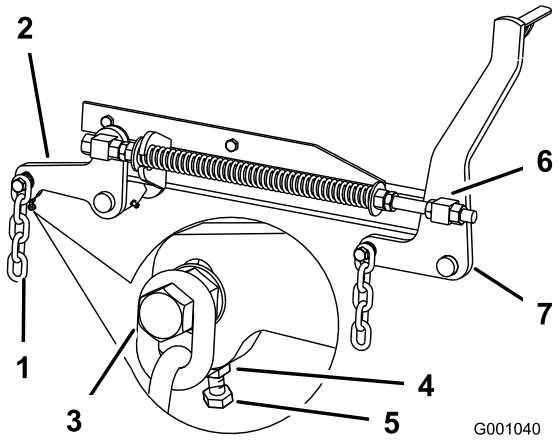

Figur 72
7. Hvis målingene ved stillingene **B** eller **C** ikke er korrekte, løsne bolten som fester den bakre kjeden til den bakre støtten (Figur 72).
8. Løsne låsemutteren under den bakre støttearmen og juster justeringsbolten for å få en måling på 79 til 83 mm (Figur 72).
7. Løsne de fremre svivellåseskruene, foran på høyre og venstre svivel, ca. 13 mm (Figur 72).
8. Juster hevemutteren på både venstre og høyre side av maskinen for å oppnå 6–10 mm lavere foran ved A enn bak ved **B** (Figur 72).